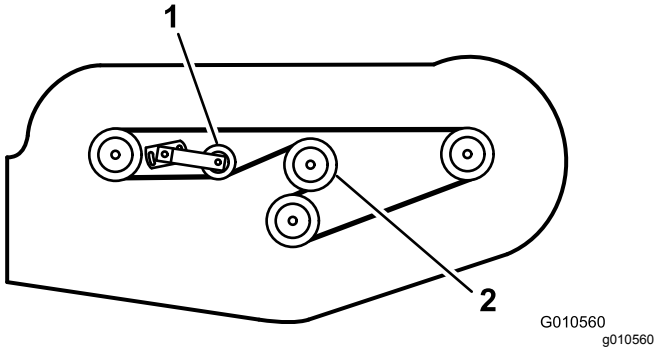

**Figur 30**
6. Monter den nye rem omkring gearkassens remskive, spindelremskiverne, den stationære styreremskive og den justerbare styreremskive (Figur 30).